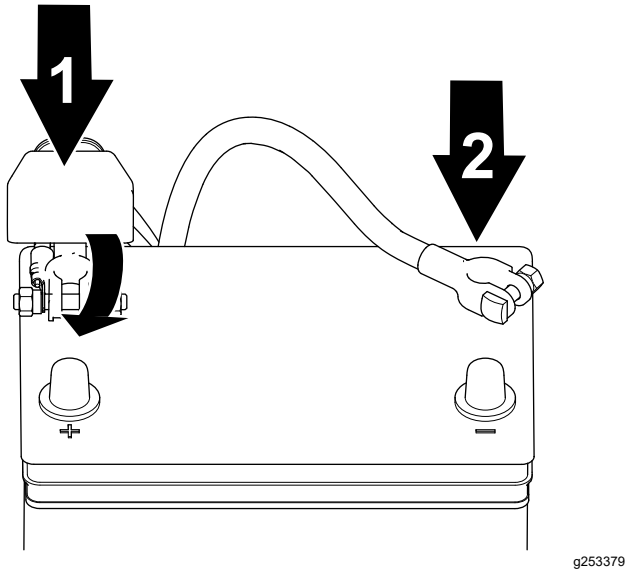

Figuur 41
1. Sluit de pluskabel weer op de accu aan en draai de moer van de accuklem vast (Figuur 41).
2. Sluit de minkabel weer op de accu aan en draai de moer van de accuklem vast (Figuur 41).